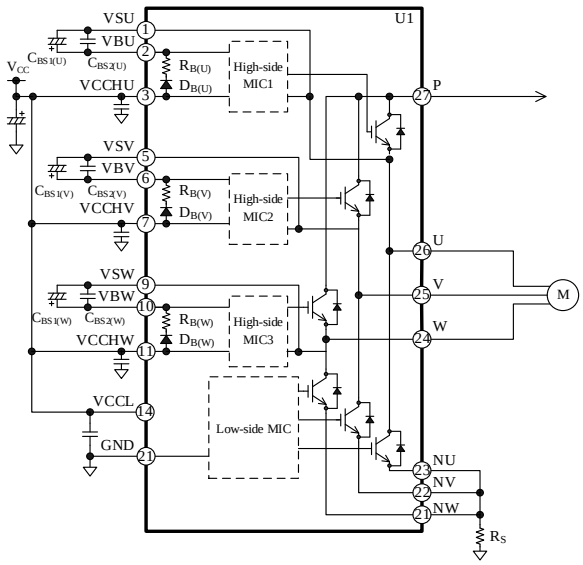

Figure 13-1. Bootstrap Circuit
As Figure 13-1 shows, bootstrap diodes, $D_{B(x)}$, and current-limiting resistors, $R_{B(x)}$, are internally placed in series between the VCCHx and VBx pins. Time constant for the charging time of $C_{BS1(x)}$, τ, can be computed by Equation (3):